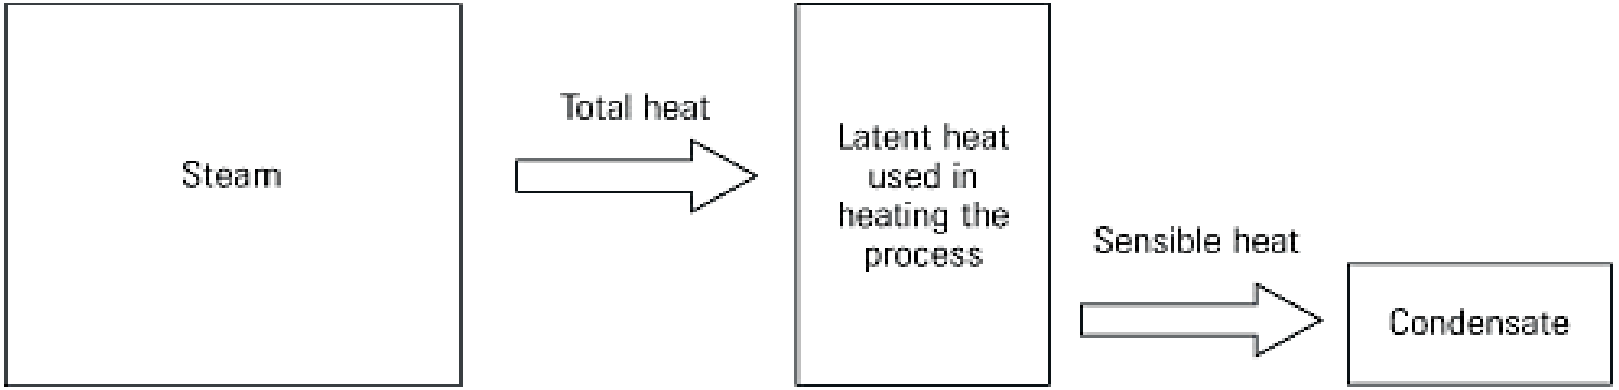

Figure 2
- Enthalpy of water (Figure 2)